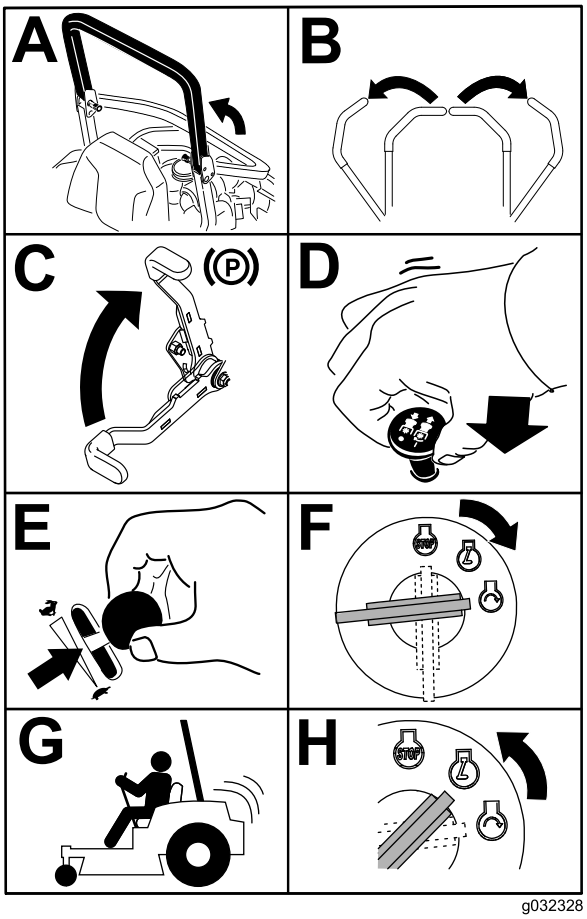

Figur 22
4. Flytta knivreglagebrytaren (kraftuttaget) till det AV-läget (Figur 22).